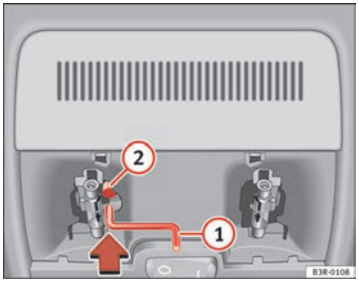

Fig. 83 Details of headliner: Crank handle for manual operations
- Insert the crank handle (1) all the way into the hexagonal socket (2) ⇒ page 113, fig. 83.